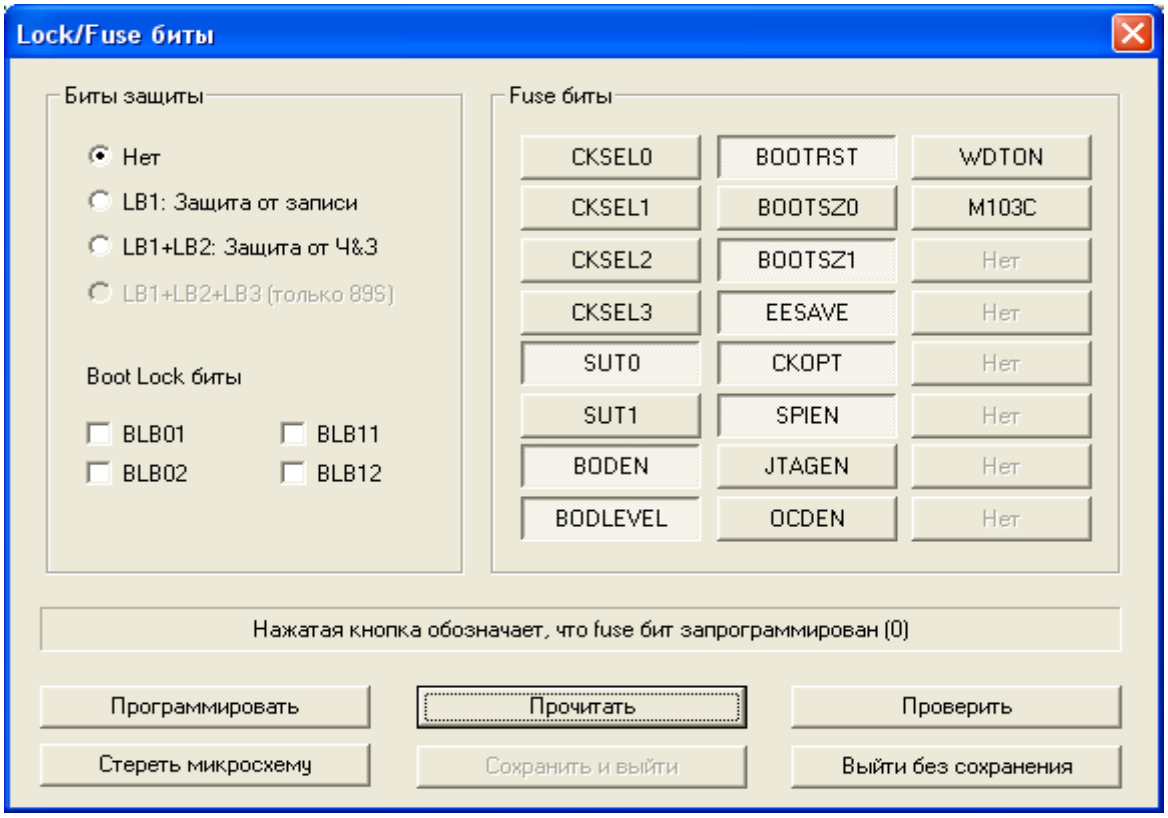

Рисунок 6. Комбинация настроек Fuse бит
5.2.2.4 В окне ПО ASISP «Настройки > Lock/Fuse биты» выставить комбинацию настроек однократно программируемых битов (см. рисунок 6).